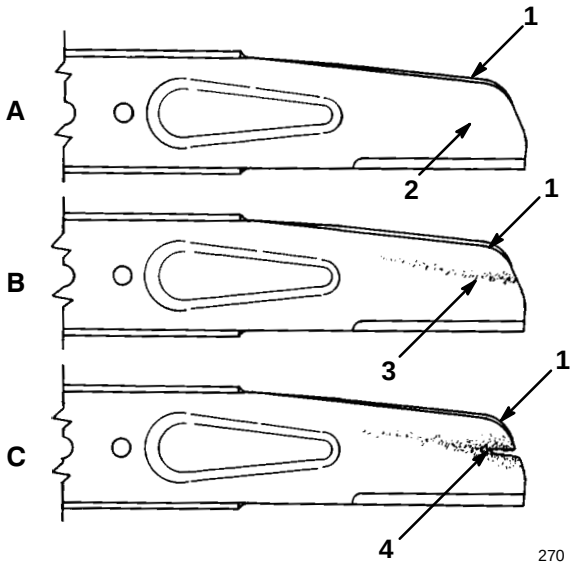

Figure 24
2. Tip mower on its side (Fig. 24).